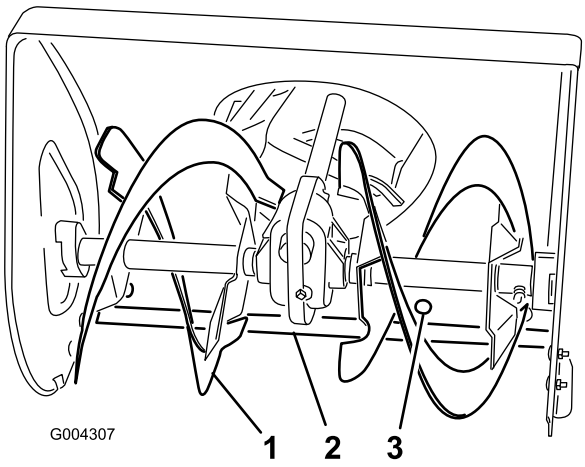

Figur 22
1. Matarskruvens sidoplatta (2)
2. Flänsmuttrar (4)
3. Medar (2)
4. Fäst matarskruvbladen så att de är 3 mm ovan markytan (Figur 22).
6. Justera skrapan genom att lossa de 5 fästskruvarna (Figur 22), ställ in skrapan och dra åt fästskruvarna.